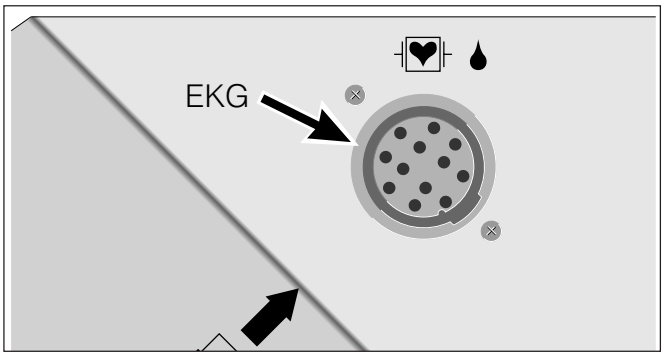

Bild 9-3. EKG-Signaleingang
* Legen Sie die Elektroden wie in Kapitel 7. „Darstellen des EKG“ beschrieben an und verbinden Sie diese mit dem Gerät (Bild 9-3).